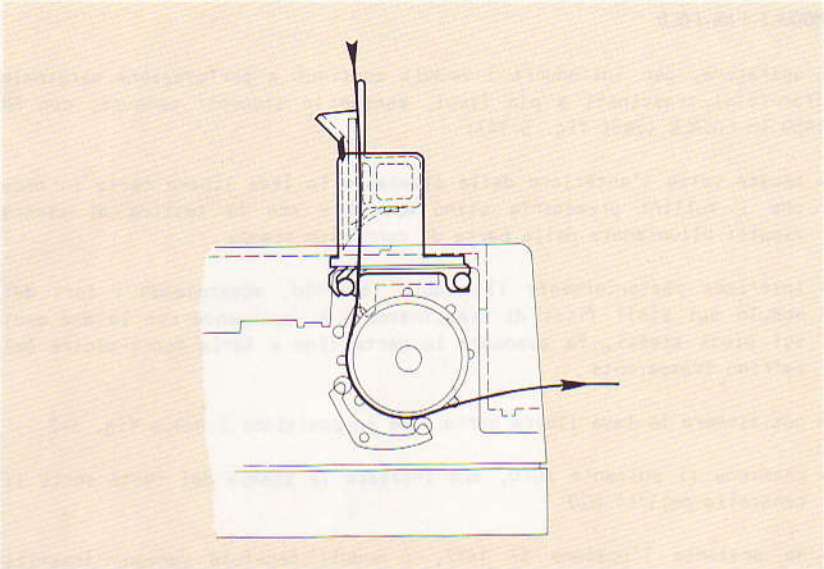

Figura 5-12 Percorso fogli introdotti frontalmente
- se presente l'introduttore frontale manuale (MFF 1453), la scheda o foglio verrà introdotto frontalmente nell'MFF, opportunamente regolato in posizione orizzontale ed in base alla larghezza del modulo, seguendo la procedura su descritta (vedi figura 5-12). Delle tacche sui deflettori dell'MFF 1453 facilitano l'allineamento orizzontale del foglio.